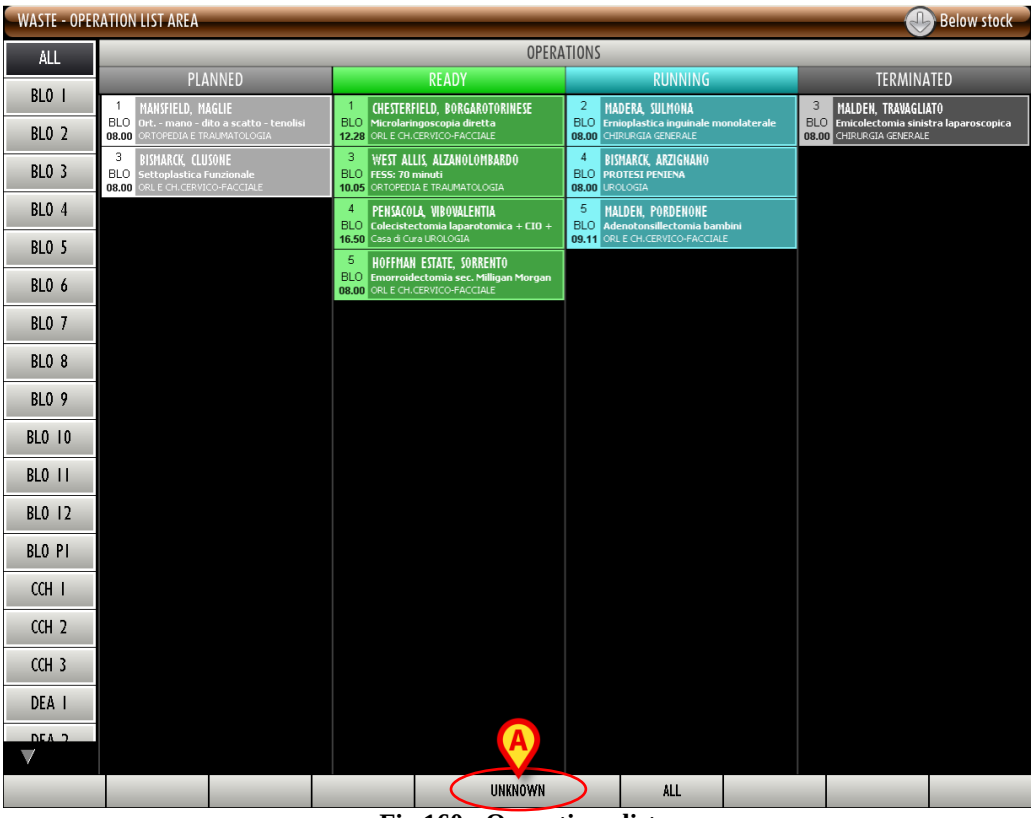

Fig 160 - Operation list
The “Operation list” screen opens (Fig 160):
- Click the **Unknown** button on the command bar (Fig 160 **A**).